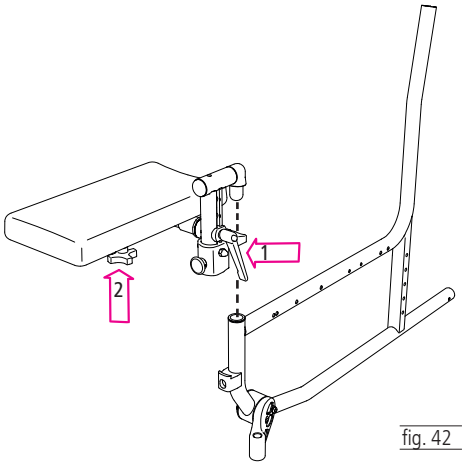

fig. 42
1. Allentare la leva di blocco (1, fig. 42).
3. Infine stringere nuovamente la leva di blocco (1, fig. 42).
1. Allentare la manopola a stella (2, fig. 42)